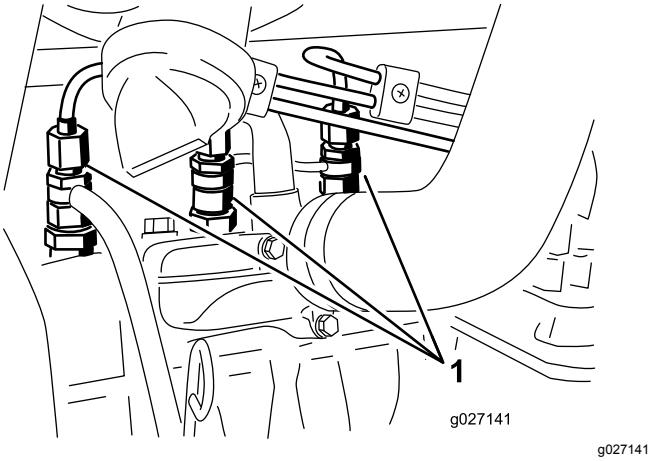

Figur 57
1. Lossa röranslutningen till munstycke nr 1 och hållaren (Figur 57).